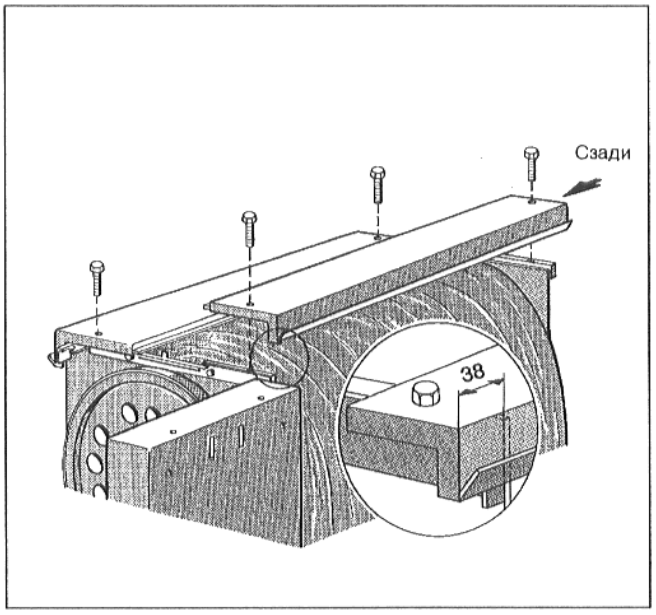

Рис. 12
- Наложить правую и левую часть кожуха на верхнюю траверсу и привинтить к траверсам спереди и сзади посредством винтов с шестигранной головкой (Рис. 12).
Расстояние от передней кромки части кожуха до передней стенки котла должно составлять 38 мм (Рис. 12).